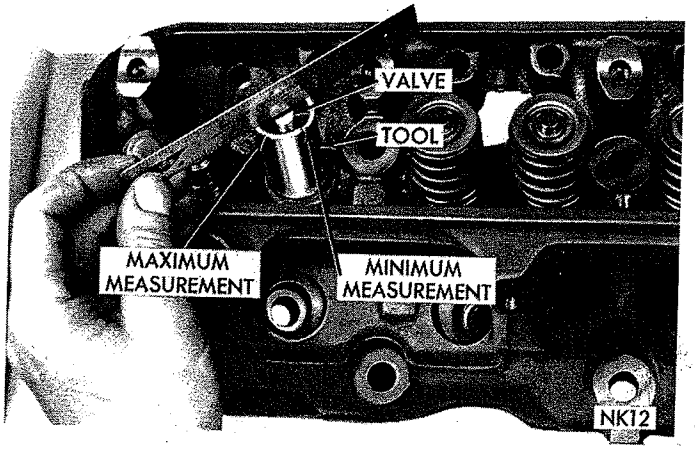

*Fig. 22—Measuring Valve Stem Length (Typical)*
(2) If valves or seats are reground, check valve stem height with Tool C-3968 for 273 Cubic Inch Engine and gauge Tool C-3927 for 318 Cubic Inch Engine (Fig. 22). If valve is too long, grind off the tip until length is within limits.